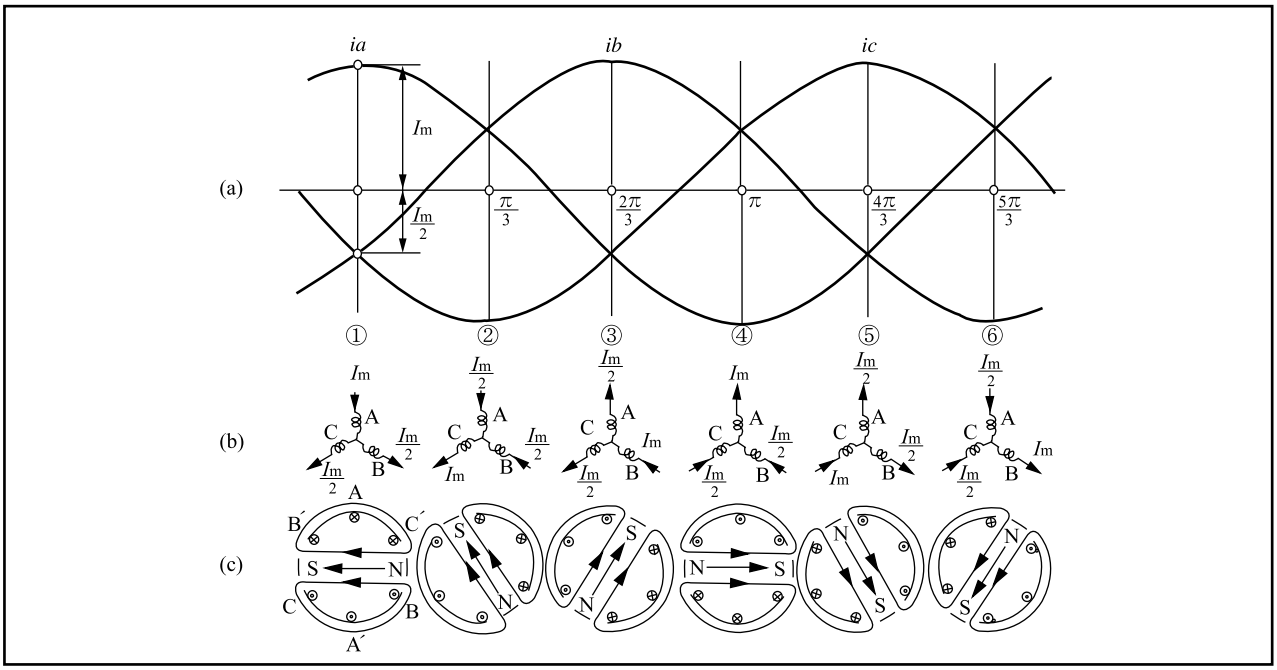

Fig. 2.5 Rotating Magnetic Field due to 3-phase Alternating Current
When the directions (A → A', B → B', C → C') in which current flows into the coil are regarded as the positive direction, the current of the coil in each phase at the moment ① at (a), (b) and (c) in Figure 2.5, +Im flows into the coil A and –Im/2 flows into both coils B and C. Therefore, the synthetic magnetic flux in the space becomes (c) to create a magnetic field moving from right to left. This means that the magnetic pole is located at the right side and the S at the left side. As such, each moment from ② - ⑥ is followed in order, the synthetic magnetic field created by synthetic magnetic flux is a magnetic field which rotates by 60° clockwise. With time, it rotates to cause a rotating magnetic field which makes a complete turn per one cycle of alternating current. The poles formed at each moment are N and S, and thus this type of motor is called a 2-pole motor.